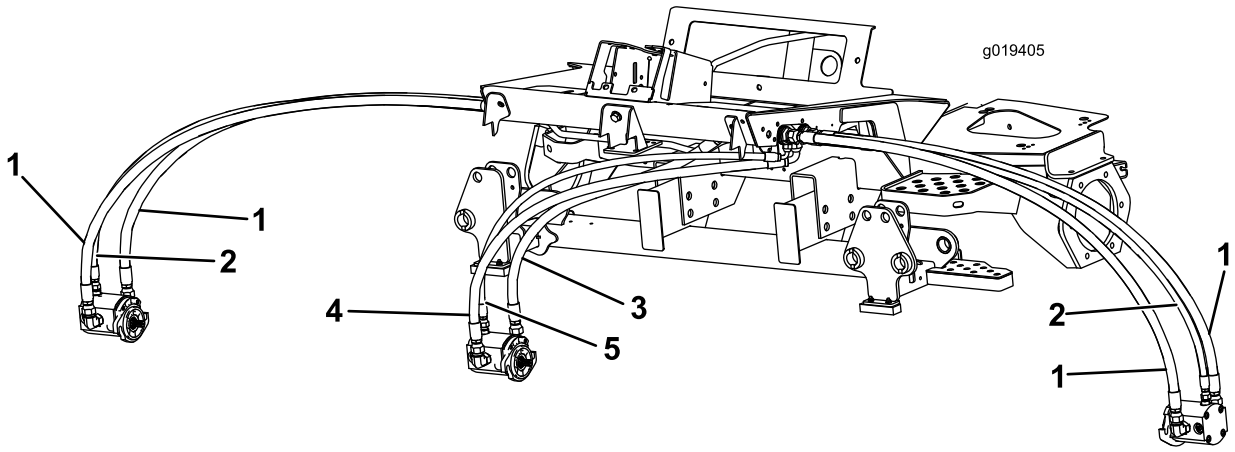

Figure 1
2. Remove and replace the front cutting unit hoses. The part number of each new hose is shown in Figure 1.